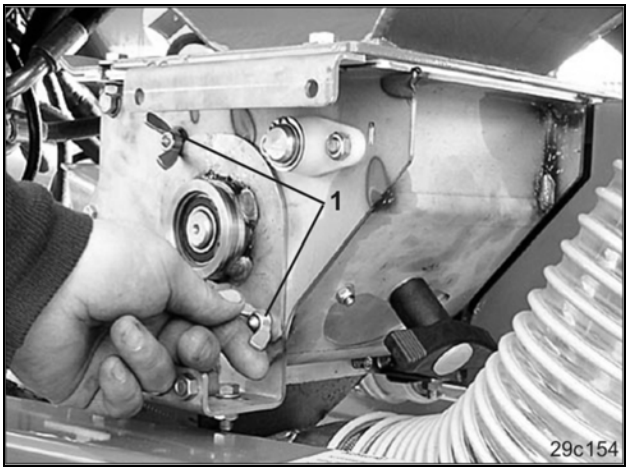

図 73
- 2つの蝶ナット（図 73/1）をゆるめ、ねじは外さないでください。